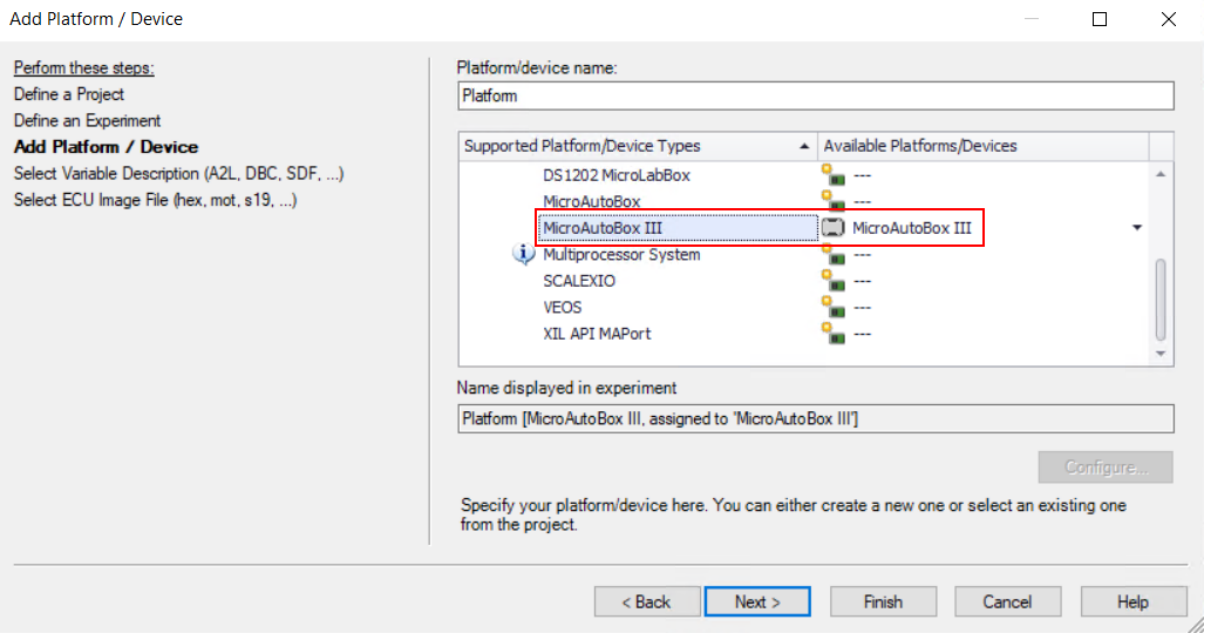

Figure 10.51: Select the MicroAutoBox III platform.
4) Select the platform to which you will deploy the generated executable (see Figure 10.51).